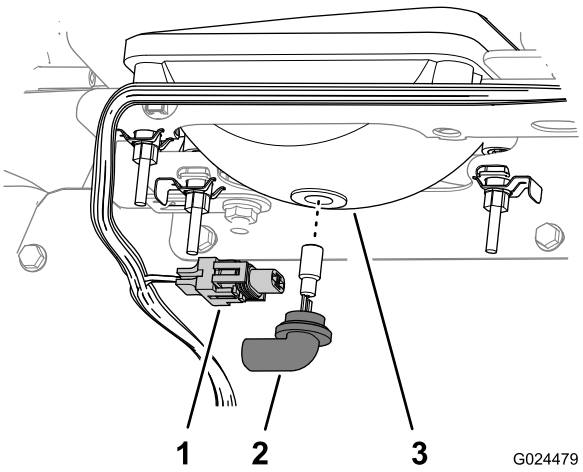

Figura 49
3. Desconecte el conector eléctrico del arnés de cables del conector de la lámpara, en la parte trasera de la carcasa del faro (Figura 49).
4. Retire el conjunto de la lámpara girándola 1/4 de vuelta en sentido antihorario y desplazándola hacia atrás (Figura 49).
5. Instale el conjunto de lámpara nueva y la carcasa del faro y alinee las pestañas del conjunto de la lámpara con las ranuras de la carcasa del faro (Figura 49).
6. Sujete el conjunto de la lámpara girándola 1/4 de vuelta en sentido antihorario (Figura 49).
7. Conecte el conector eléctrico del arnés de cables al conector del conjunto de la lámpara nueva (Figura 49).